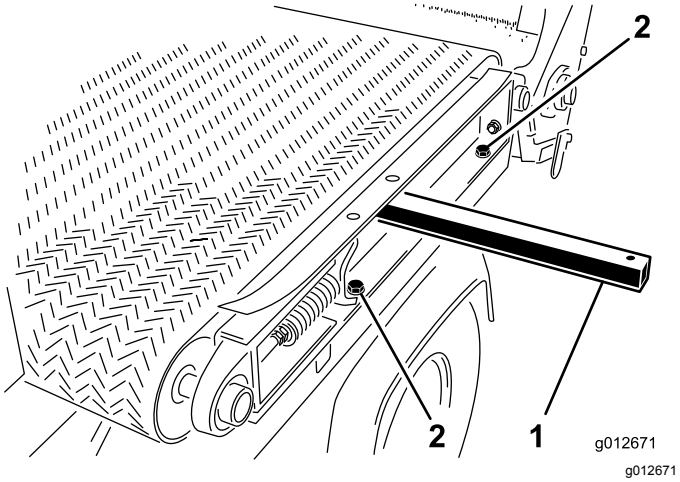

**Figur 30**
1. På venstre side af maskinen skal du montere gliderens stelvange på venstre skærm (Figur 30) med de 2 maskinskruer og 2 spændeskiver, som du fjernede i Afmontering af glideladet (side 24), og derefter stramme maskinskruerne.